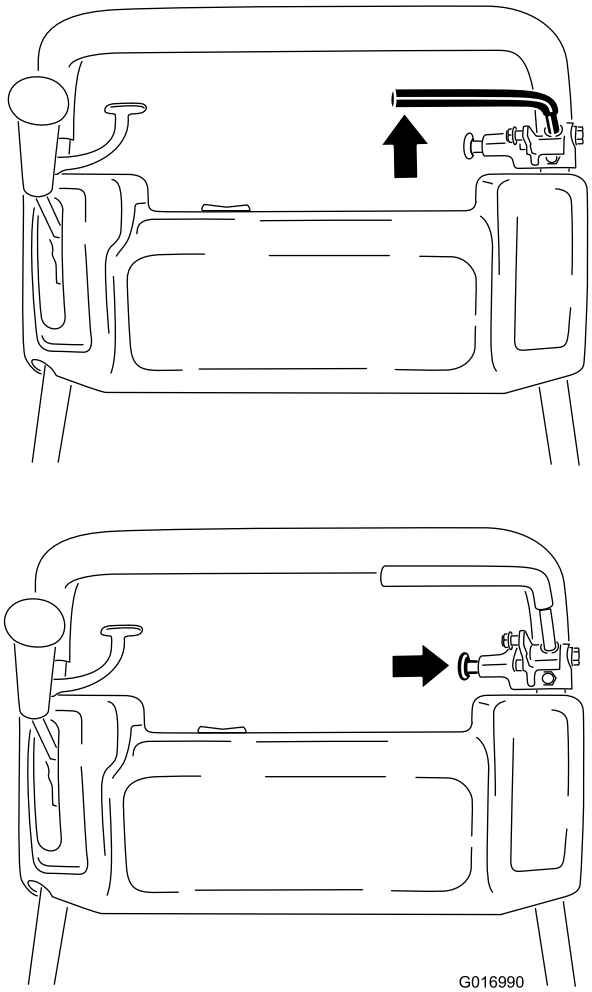

Rysunek 30
1. Włącz hamulec roboczy, naciśnij pokrętło hamulca postojowego i pozwól, aby hamulec roboczy mógł oprzeć się na trzpieniu hamulca postojowego (Rysunek 30).